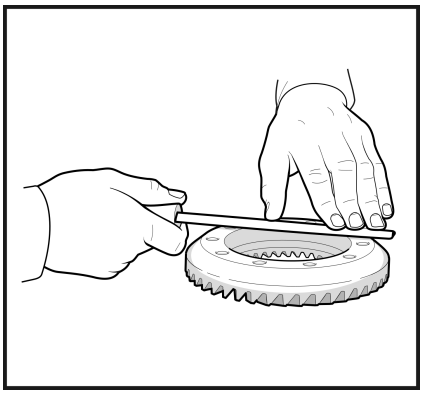

Рис. 9
**2.3** Обработайте с помощью напильника посадочную поверхность ведомой шестерни и корпуса блокировки, чтобы удалить выступы и забоины вокруг отверстий и резьбы. (**Рис. 9**)